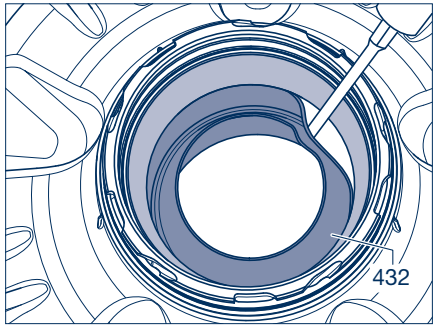

Рисунок 11
[43] Надеть на резьбовую заглушку (335) новое кольцо круглого сечения (336) до упора (стрелка, см. рис. 11 на стр. 47).